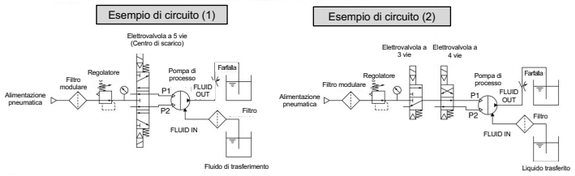

Fig. 3 Esempi di circuiti ad azionamento pneumatico
< **Avvio e arresto** > Vedere esempi di circuito [Fig.3].
Nota 2: Per l'elettrovalvola, utilizzare una valvola a 5 vie centri in scarico o una combinazione di una valvola a 3 vie per lo scarico della pressione residua vie e una valvola a 4 vie per l'azionamento della pompa. Se l'aria nella camera di azionamento non viene rilasciata quando la pompa è ferma, la membrana sarà sottoposta a pressione e la sua durata sarà ridotta. Vedere gli esempi di circuito (1) e (2) [Fig.3].